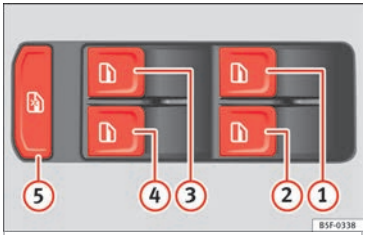

Fig. 44 Detail of the driver door: controls for the windows.
- **For safety reasons, use safety button (5) ››› Fig. 44 that deactivates the window switches on the rear doors when children are travelling in the rear seats.**
Press the safety button (5) ››› Fig. 44 to deactivate the controls on the rear doors. Pressing the safety button (5) again will reactivate the controls on the rear doors.